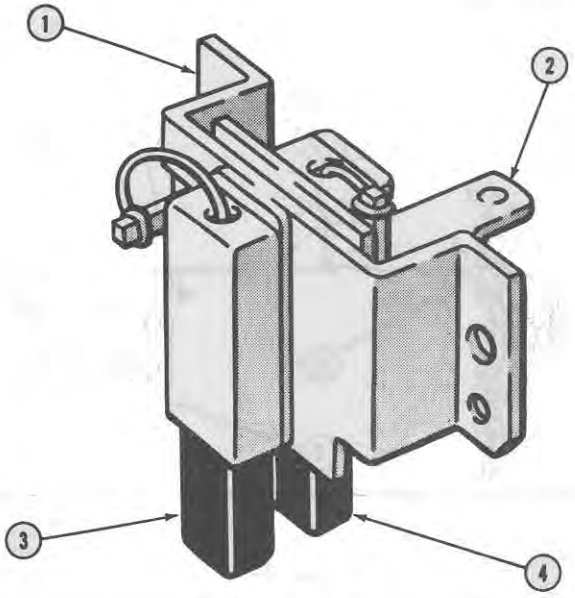

Figure 38
4. Check the insulation and continuity with a 12 volt test lamp or ohmmeter. (Single terminal assembly). See Figure 38 and the following: